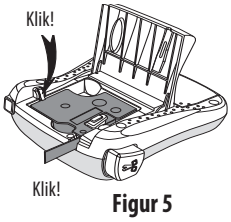

Figur 5
3. Tryk ned, indtil kassetten klikker på plads. Se Figur 5.